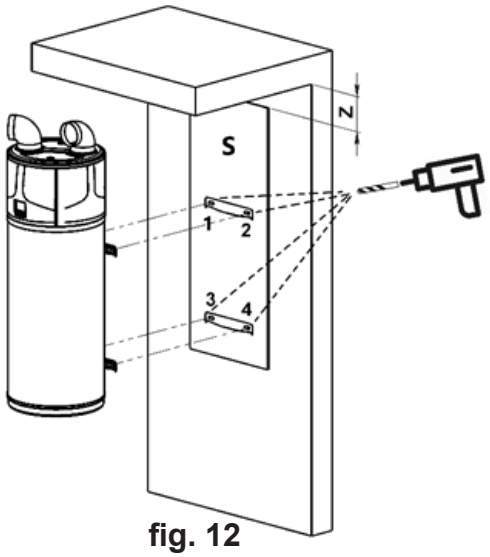

fig. 12
6.2. Instalação. Fixação à parede (Fig. 12; 12a ;16; 16a, 16d)